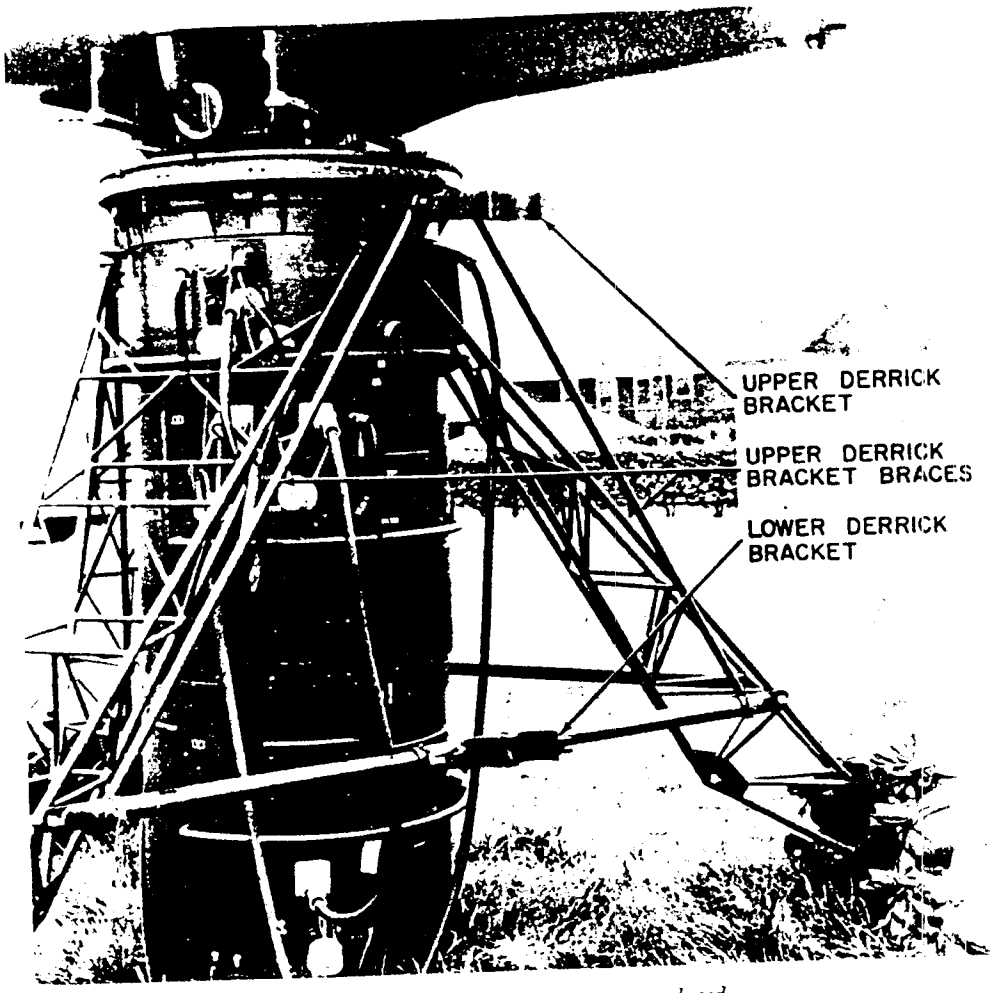

*Figure 201. Acquisition antenna emplaced.*
**CS** insures antenna has been properly emplaced (fig. 201).